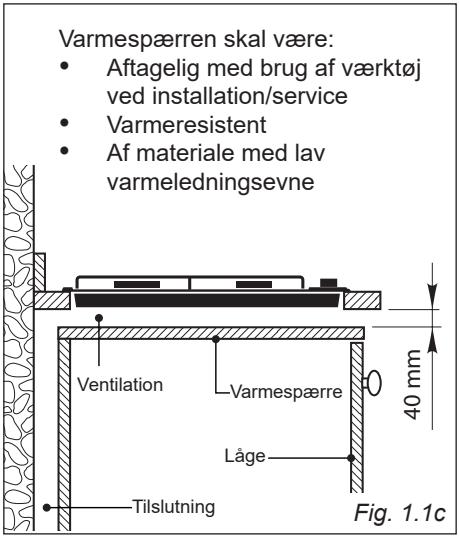

Fig. 1.1c
- Hvis der en ovn (uden køleblæser) installeret under kogepladen, skal der installeres en varmespærre under kogepladen. Se fig. 1.1c.
- Hvis der en ovn (uden køleblæser) installeret under kogepladen eller hvis bunden af kogepladen er tilgængelig gennem et skab eller en skuffe efter installationen, skal der installeres en varmespærre under kogepladen. Se fig. 1.1c.
- Hvis bunden af kogepladen er tilgængelig gennem et skab eller en skuffe efter installationen, skal der installeres en varmespærre under kogepladen. Se fig. 1.1c.